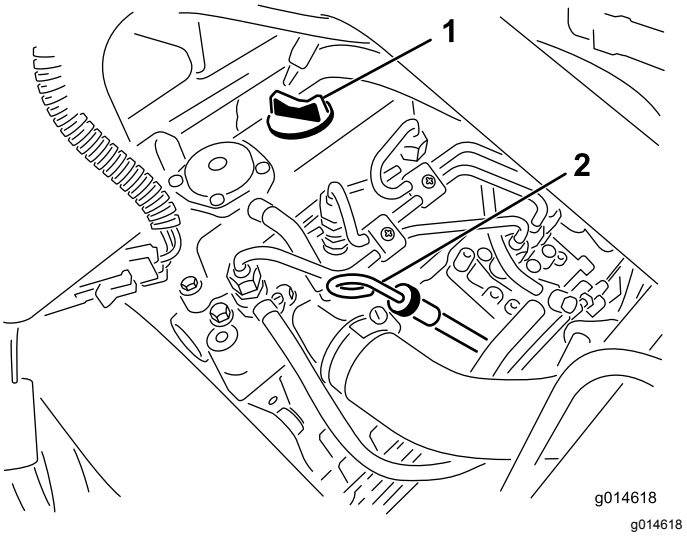

**Figuur 28**
2. Verwijder de peilstok en veeg deze af met een schone doek (Figuur 28).